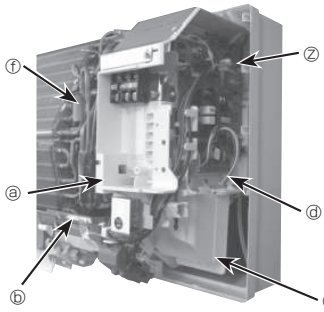
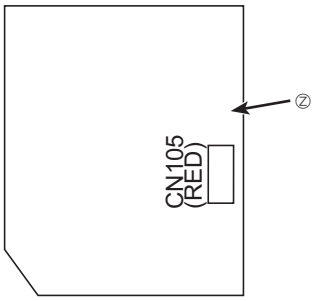

Fig. 6-5
Fig. 6-6
⑧ Remove the cable guide. (Fig. 6-5)
⑩ Remove the liquid pipe thermistor (TH2). (Fig. 6-5)
⑪ Tear off the tape partly of vane motor and loosen the cord. (Fig. 6-5)
⑫ Loosen the cord of the fan motor. (Fig. 6-5)
⑬ Pull out the electrical box toward you.
⑭ CN105 (RED) on indoor controller board. (Fig. 6-6)
⑮ Replace the removed parts.